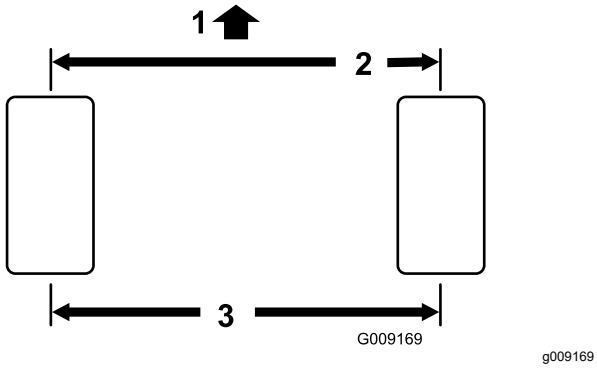

Figur 57
2. Mät avståndet från mitt till mitt (vid axelhöjd) framtill och baktill på styrhjulen (Figur 57).